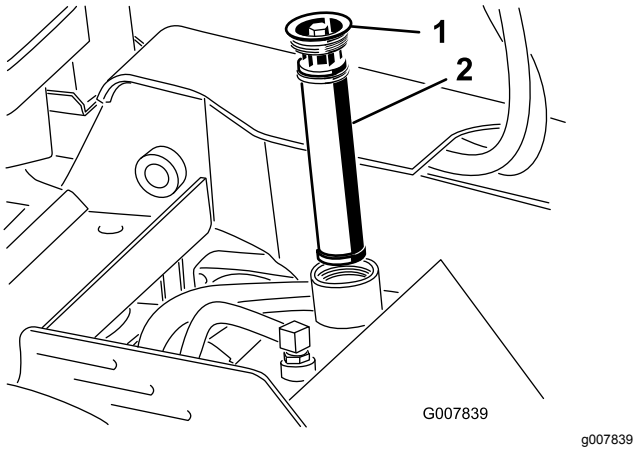

Figuur 58
5. Verwijder het oude filter en gooi het weg (Figuur 58).
6. Monteer het vervangfilter en de vuldop (Figuur 58) en draai de bout bovenaan vast tot 13 à 15,5 N·m.
6. Verwijder de vuldop en het filter van de hydraulische tank (Figuur 58).
12. Monteer het hydraulische filter en de vuldop (Figuur 58) en draai de bout bovenaan vast tot 13 à 15,5 N·m.